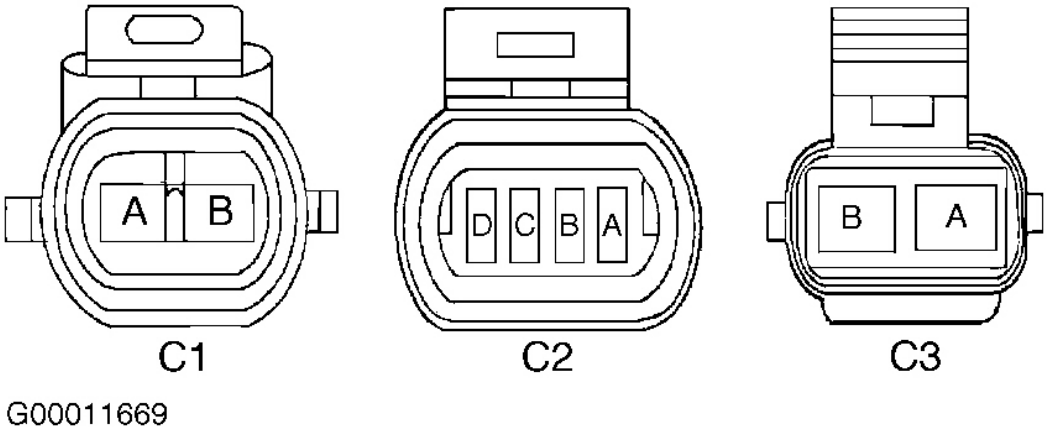

Fig. 16: Identifying Door Latch Connector Terminals
3. Turn ignition off. Disconnect suspect door latch 4-pin connector C2. For driver's door, connect a fused jumper wire between suspect door latch connector C2 terminal "B" (Gray/Black wire) and ground. See **Fig. 16** . For passenger's door, connect a fused jumper wire between suspect door latch connector C2 terminal "C" (Black/White wire) and ground. On all applications, turn ignition on. If door ajar indicator illuminates, go to next step. If door ajar indicator does not illuminate, go to step 5 .